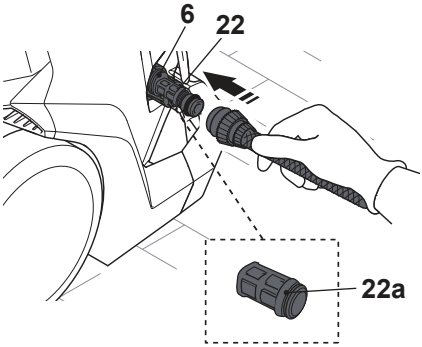

Fig. 14
1. Attach the water inlet hose adaptor with water filter (22) on the water inlet (6) (Fig. 14).
2. Attach a suitable water hose (not included) onto the water supply and then the other end onto the water inlet hose adaptor with water filter (22).